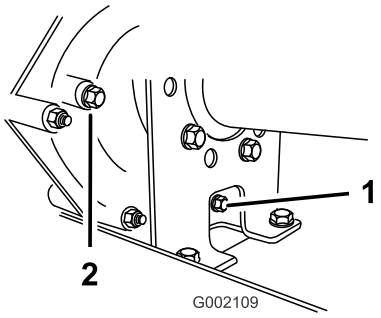
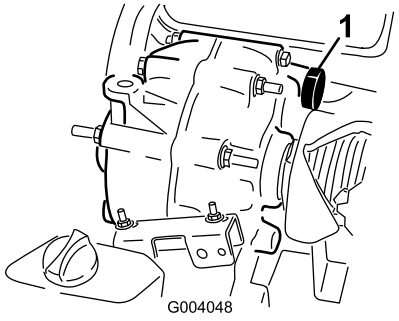

Figura 56
Figura 57
2. Limpie la zona alrededor de los tapones de vaciado y llenado con un trapo (Figura 56).
4. Retire el indicador girándolo en sentido antihorario (Figura 56).
5. Retire el indicador girándolo en sentido antihorario (Figura 56).
6. Instale y apriete el tapón de vaciado y la junta en el orificio de llenado de la transmisión (Figura 56).
7. Llene el depósito (Figura 57) a través del orificio de llenado con aproximadamente 1,4 litros de aceite del tipo especificado, hasta que el nivel de aceite de la transmisión esté enrasado con el borde inferior de la rosca (Figura 56).
8. Instale y apriete el tapón y la junta en el orificio de llenado de la transmisión (Figura 56).
10. Compruebe el nivel de aceite y añada más si el nivel de aceite está por debajo de las roscas del orificio de llenado (Figura 56).